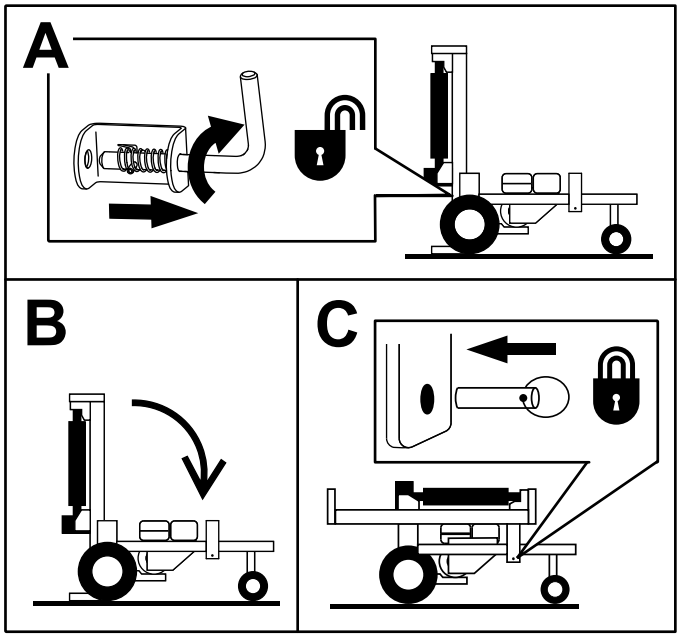

Figure 11
1. Tournez le levier de verrouillage de la position verticale en position ouverte (Figure 11).
2. Faites pivoter le rail avec précaution à la position horizontale (Figure 11).
3. Insérez la goupille de verrouillage pour fixer le rail (Figure 11).